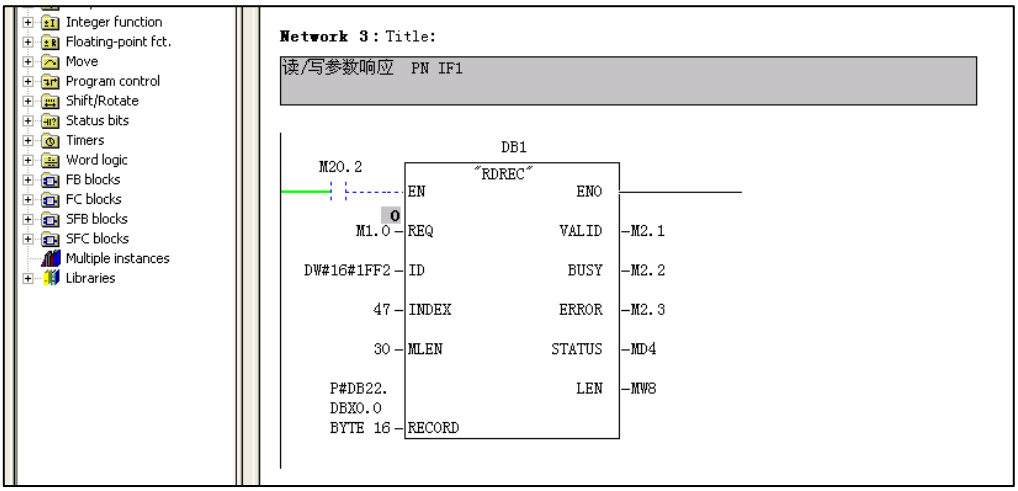

图 16 PROFINET IO 读参数响应
(1) 使用标志位 M0.0 及功能块 SFB53 将读请求(数据集 RECORD DB11)(图 16)发送至驱动器。